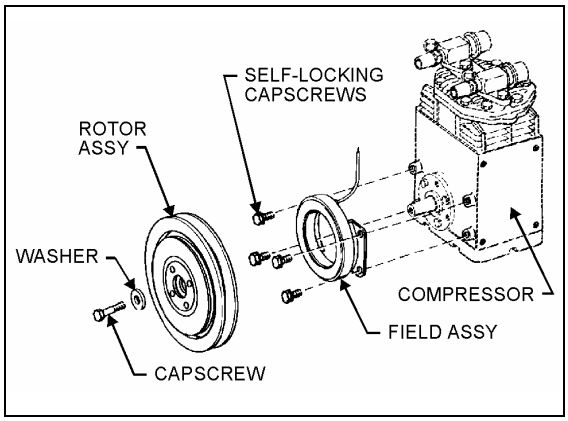

FIGURE 25: PULLEY INSTALLATION 22073
mounting holes with the bolt holes in the bosses (Fig. 25). Insert four (4) self-locking cap screws, supplied with the clutch, into the bolt holes of the compressor. Tighten the cap screws to a wrench torque of 7/10 lbf•ft (9,5/13,5 N•m). Take care not to strip the threads in the compressor body.